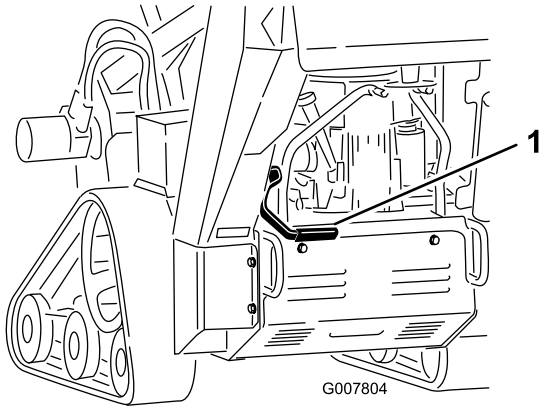

Rysunek 15
- W celu zaciągnięcia hamulca ręcznego należy pociągnąć dźwignię hamulca do tyłu i w górę (Rysunek 15).
- W celu zwolnienia hamulca, należy pociągnąć dźwignię hamulca do tyłu i w dół (Rysunek 15).